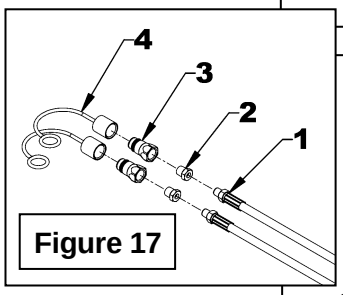

Figure 17
10. **Figure 17:** **NON FOURNI**: En utilisant du scellant à filets, installer un réducteur 1/4" NPT femelle x 1/2" NPT mâle (item 2), un accouplement rapide mâle (item 3) et un capuchon protecteur (item 4) au bout de chaque embout droit des boyaux (item 1).